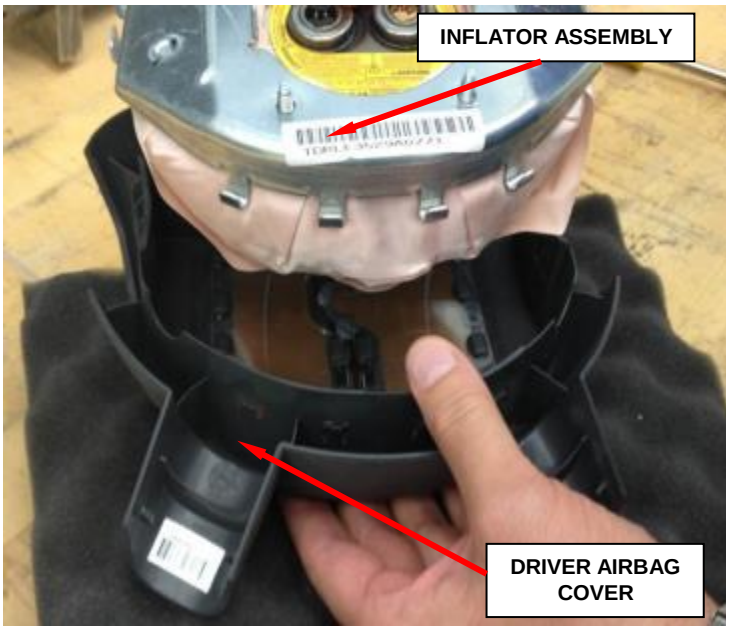

Figure 9 - Inflator Assembly to Driver Airbag Cover
15. Disengage the inflator assembly from the driver airbag cover and set aside for shipping (Figure 9).